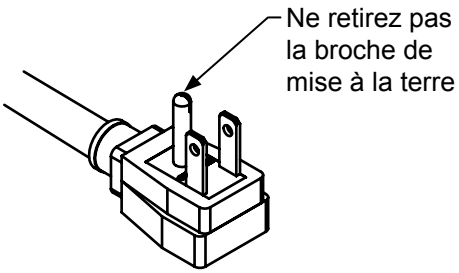

Figure 3
- Ne retirez pas la broche de mise à la terre du cordon d'alimentation. (Voir Figure 3).